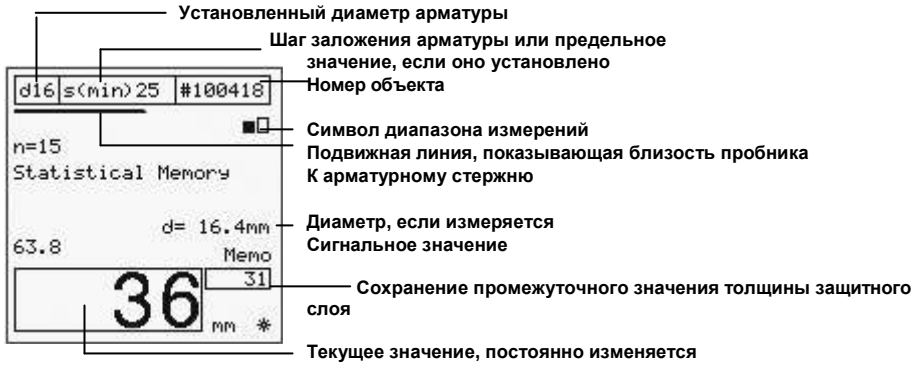

Рис. 5.1. «Картинка» дисплея в функции «Измерение со статистикой»
Затем на дисплее появится информация по последнему объекту измерений (см. рис. 5.1 на стр. 10, рис. 5.7 на стр. 16, рис. 5.13 на стр. 18).
- Если требуется корректировка, ввести в опции «Корректировка на соседние стержни» шаг заложения арматуры. В этом случае предельное значение не будет представлено на дисплее (рис. 5.1, стр. 10). Установка звуковой помощи при поиске значения не имеет.